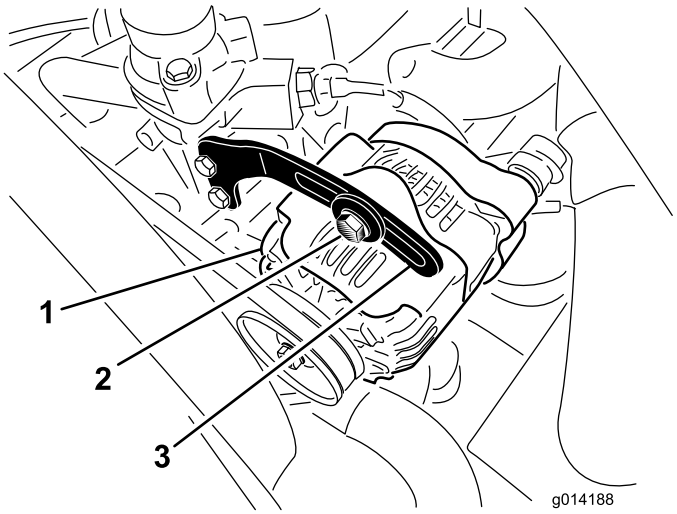

Figur 49
2. Kontrollera generatorremmens spänning genom att trycka ner remmen (Figur 49) mittemellan generatorn och vevaxelskivorna med en kraft på 10 kg.
3. Lossa den bult som håller fast staget på generatorn (Figur 49) och lossa på generatorns axelbult.